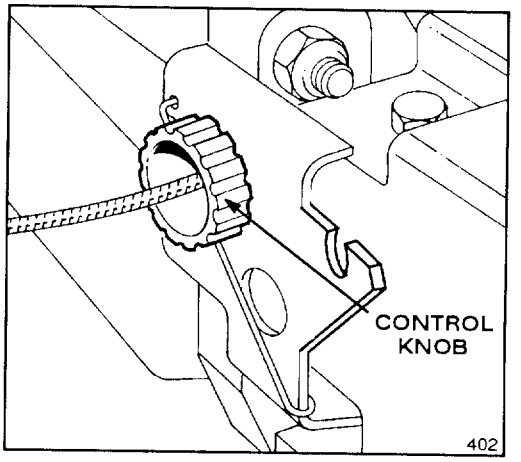

Figure 26
2. ADJUSTMENT (Fig. 26)—Rotate control knob clockwise 1/2 turn if mower does not self-propel. If mower creeps forward, rotate knob 1/2 turn counterclockwise to loosen belt.